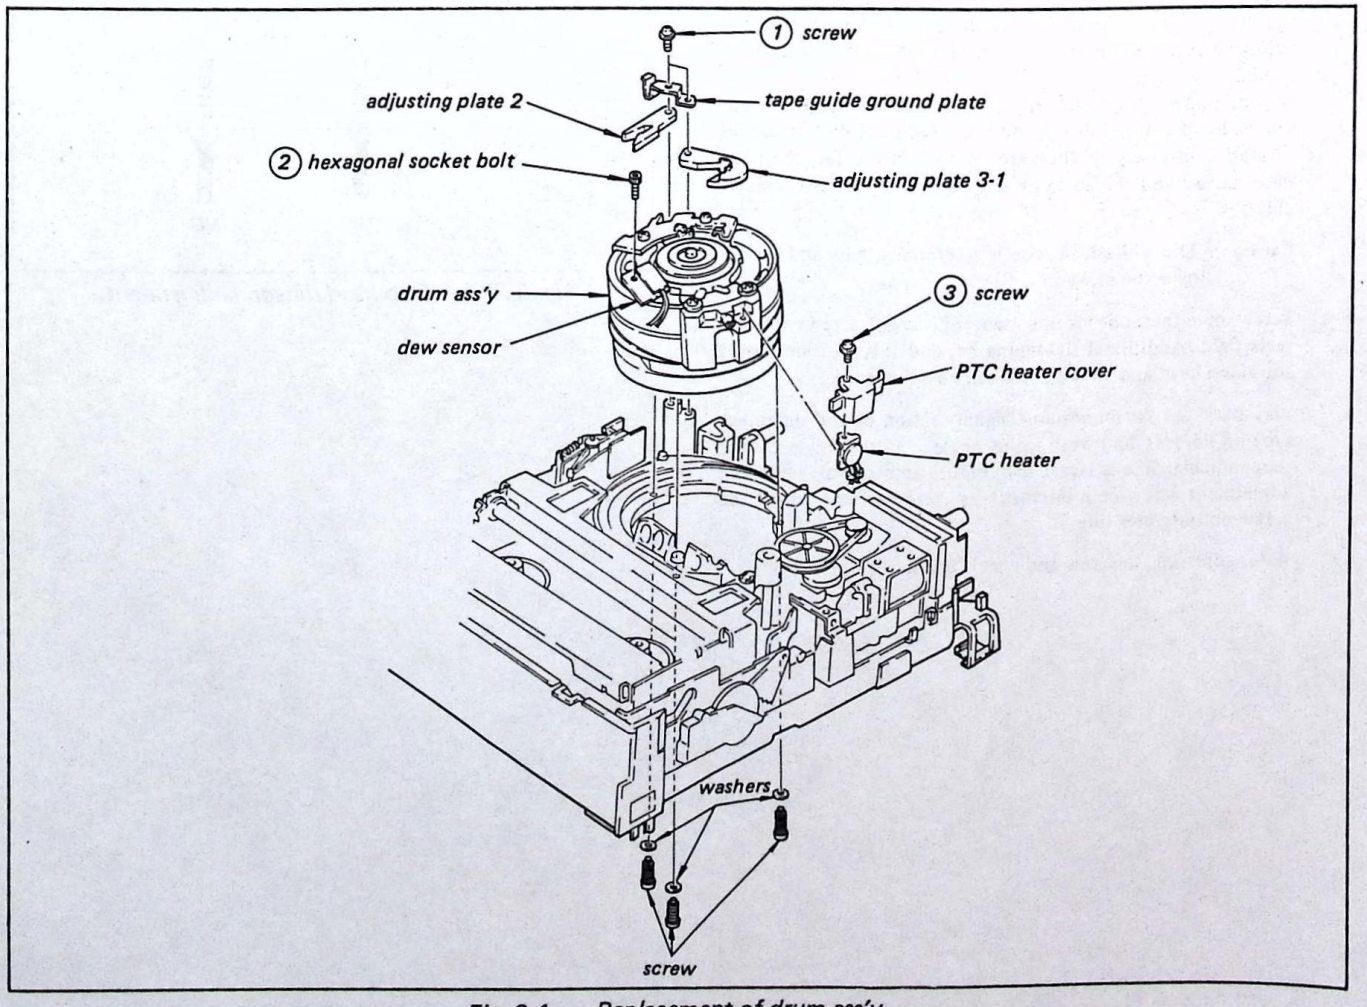

Fig. 3-4. Replacement of drum ass'y
3. Unscrew the screws ① shown in Fig. 3-4 and remove the tape guide ground plate and adjust plates 2 and 3-1.
4. Unfasten dew sensor bolt ② and remove the dew sensor.
5. Unscrew screw ③ and remove the PTC heater cover and PTC heater from the drum body.